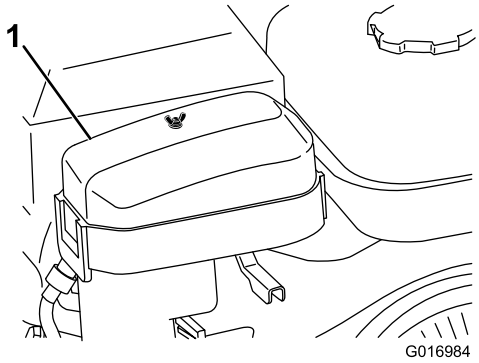

**Figuur 25**
2. Verwijder de vleugelmoer waarmee het luchtfilterdeksel vastzit en verwijder het deksel (Figuur 25).